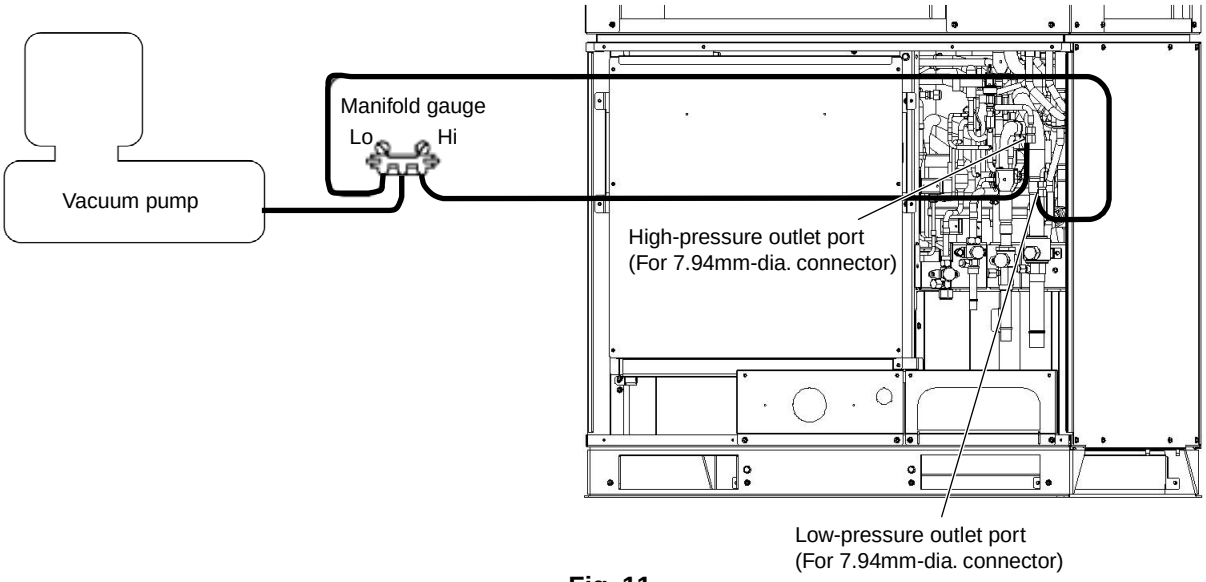

Fig. 11
(1) Check that each service valve of the suction tube, discharge tube, liquid tube, and balance tube in the outdoor unit are fully closed.
(2) Connect the manifold gauge valves to the high-pressure and low-pressure sensor outlets of the outdoor unit. (Fig. 11)
(3) Connect the manifold gauge valves to the vacuum pump.
* If the AP pins (CN102) on the outdoor control PCB have already been short-circuited, step (4) is not necessary.
(4) Turn off power to the repaired outdoor unit and short-circuit the AP (Air Purge) pins on the outdoor control PCB.